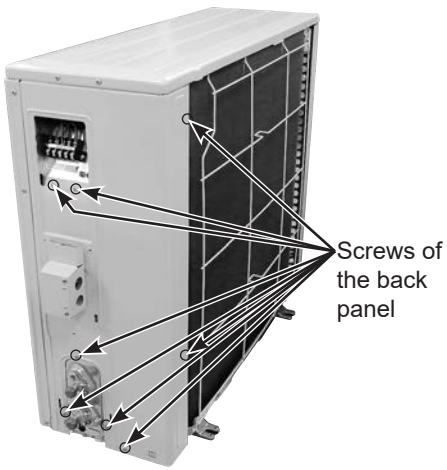

Figure 1
1. Removing the cabinet (1) Remove the screws of the service panel. (2) Remove the screws of the top panel. (3) Remove the screw of the valve cover. (4) Remove the service panel. (5) Remove the top panel. (6) Remove the valve cover. (7) Remove the screws fixing the conduit cover. (Photo 5) (8) Remove the conduit cover. (9) Remove the screw fixing the conduit plate. (Photo 6) (10) Remove the conduit plate. (11) Disconnect the power supply cord and indoor/outdoor connecting wire. (12) Remove the screws of the cabinet. (13) Remove the cabinet. (14) Remove the screws of the back panel. (15) Remove the back panel. **NOTE:** If the red labels have been removed during the operation, put them back in the original position after the operation. Red labels indicate the use of flammable refrigerants. (Figure 1)	**Photo 1**